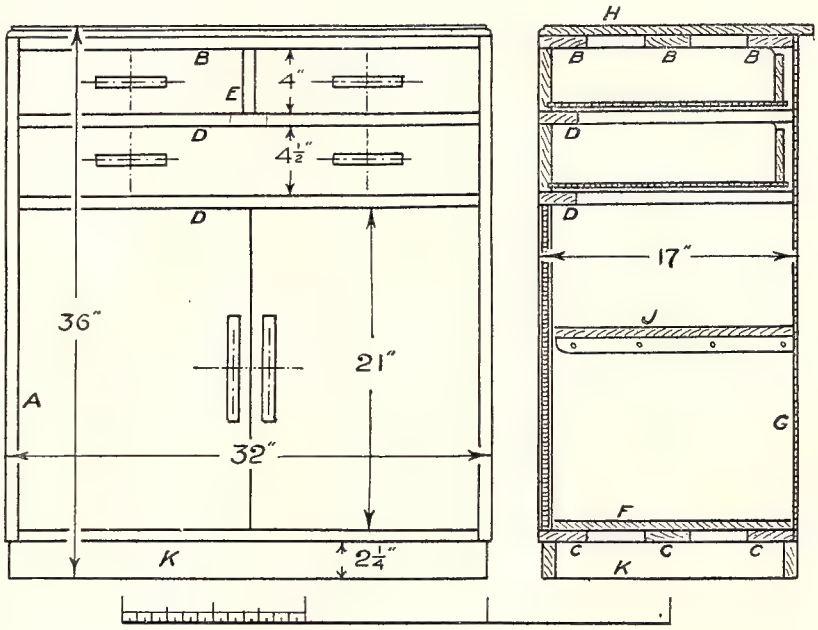

FIG. 2. ELEVATION, SCALE, AND END VIEW SECTION
Main Carcase.—The sides (A) are rebated for the back (G) and held in place by rails (B) and (C) lap-dovetailed into the top and bottom, Fig. 2. To form a rebate at top and bottom for the back (G), the rear rails are set in from the edge by a distance equal to the thickness of the back used, i.e. the depth of the rebate. The drawer rails (D) are stub-tenoned into the sides and to these are attached the runners. The drawer muntin (E) is through-tenoned and wedged into the top front and middle rails. From the centre of the middle rail and extending to the back of the cabinet is fitted a runner, the rear end of which is supported by an additional hanger dovetailed into its end and into the top rear rail. A fillet, equal to the thickness of the front muntin (E) is glued and pinned to the centre of this runner to act as a drawer guide. The top (H) is attached to the rails with screws which pass through the rails. Note that the top overhangs the rear by one inch to enable the top to fit flush against the wall. It is as well to measure the thickness of the skirting board and to arrange the width of the top accordingly. Plywood or hardboard back (G) is cut to fit the rebate and screwed in.
Shelf.—In Fig. 2 this is shown resting on fillets, but it can be housed permanently into the sides.